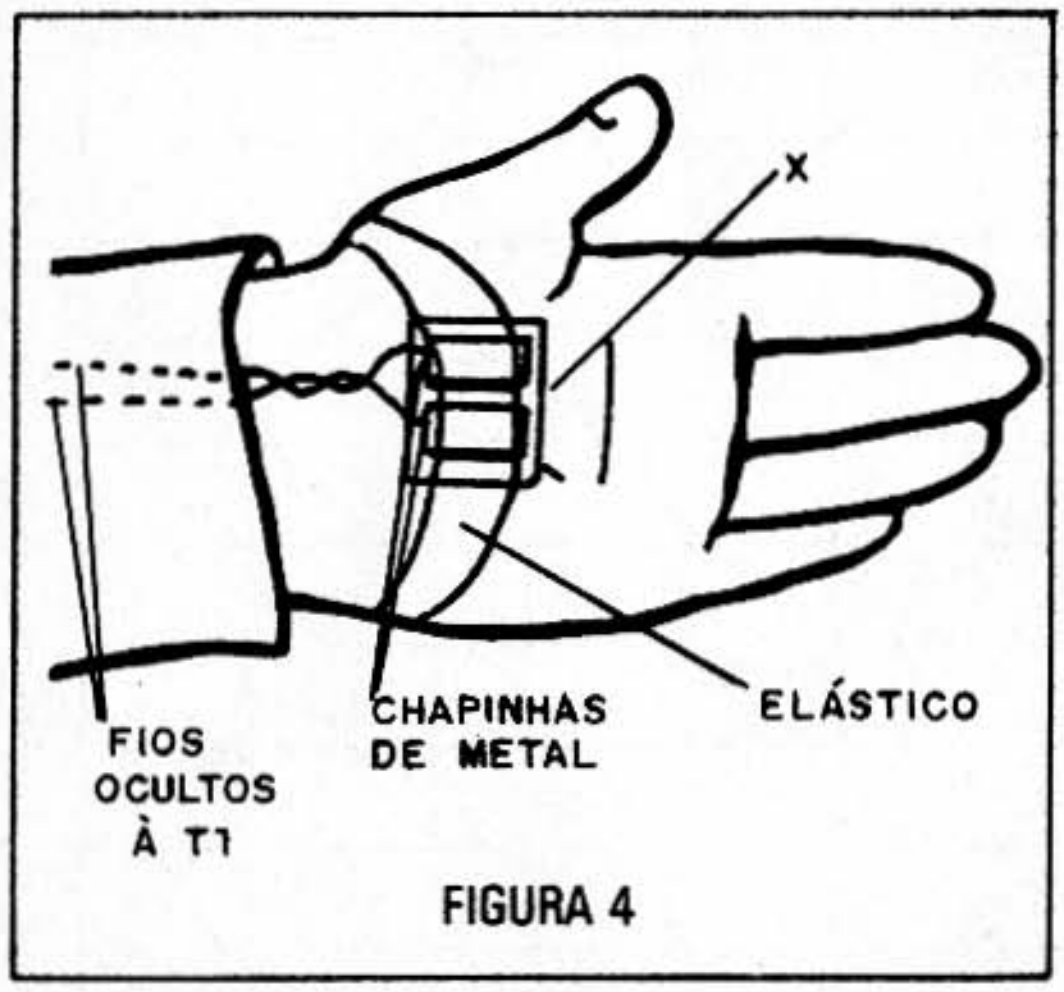

FIGURA 4
e) Os eletrodos devem ser construídos pelo próprio leitor. Na figura 4, temos a maneira mais simples de fazermos estes eletrodos.